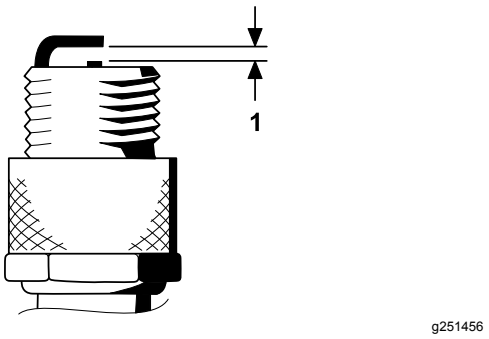

**Figuur 35**
4. Zorg ervoor dat de elektrodenafstand tussen de centrale elektrode en de massa-elektrode 0,76 mm bedraagt; zie Figuur 35.